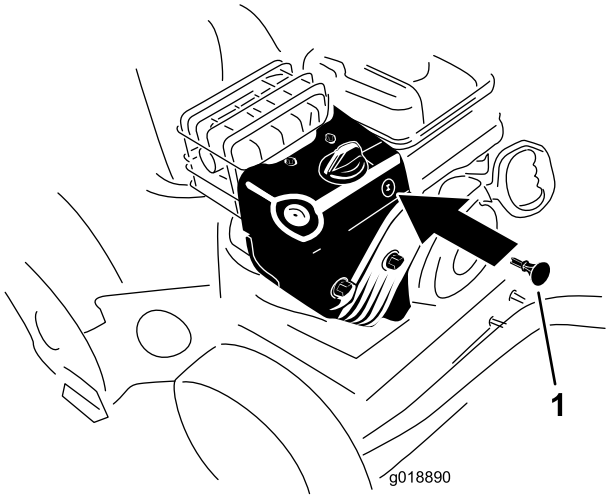

Figur 22
3. Sätt i tändningsnyckeln (Figur 22).